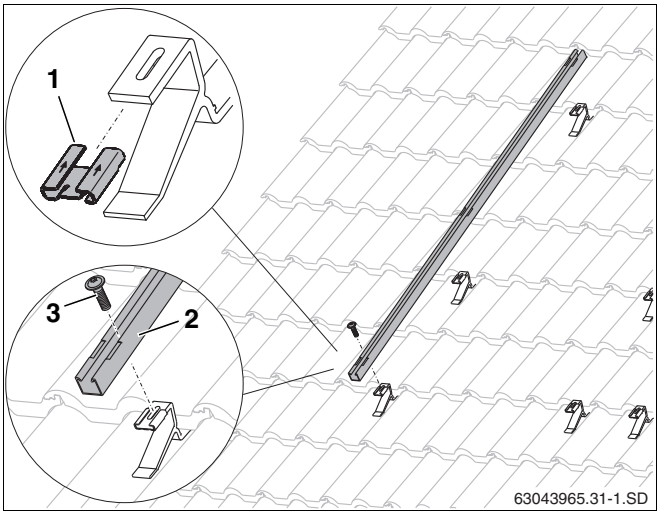

Рис. 29 Крепление профиля для повышенной снеговой нагрузки
- Наденьте сдвижную гайку (рис. 29, **поз. 1**) по направлению, указанному стрелкой, на кровельный крюк.
- Уложите профиль (рис. 29, **поз. 2**) на кровельный крюк и закрепите винтом M8 (рис. 29, **поз. 3**).